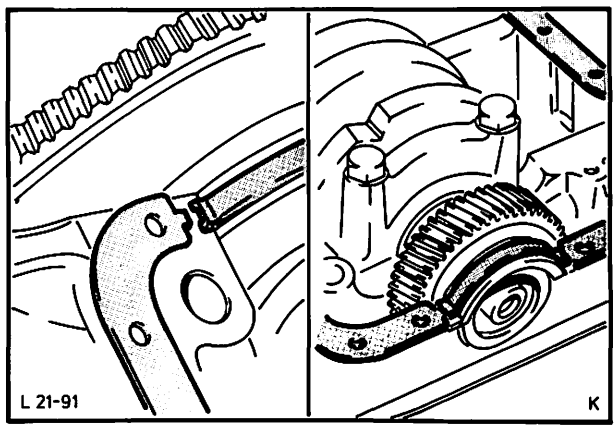

Abb. 274 Ölwannendichtung montieren
21. Dichtflächen des Motorblocks und der Ölwanne von alten Dichtungsresten reinigen. Eventuell verbogene Ölwannendichtfläche richten. Neuen Dichtungssatz mit Fett an Motorblock kleben, dabei auf richtigen Sitz der Ölwannendichtung achten, Abb. 274.